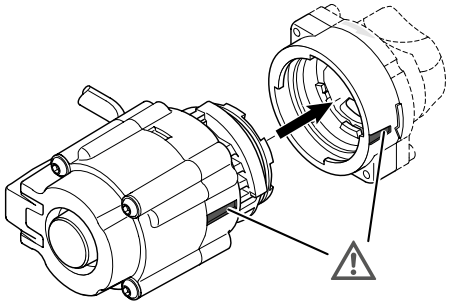

Fig. 16-2: Einsetzen der Pumpe
- Pumpe mit dem Bajonettanschluss in den entsprechenden Gegenanschluss des Pumpenadapters einsetzen. Die Markierung auf dem Pumpenkopf muss mit der entsprechenden (längeren) Markierung auf dem Pumpenadapter übereinstimmen (siehe Fig. 16-2).